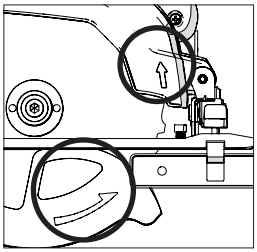

Fig. 6
- Assurez-vous que la direction des flèches de rotation imprimées sur la lame correspond au sens de rotation des flèches qui se trouvent sur les carters inférieurs et supérieurs de la machine. **(Fig. 6)**